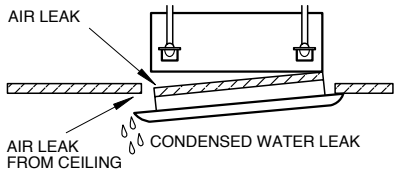

Fig. 13
1. Incorrect tightening can cause problems, as shown in Fig. 13.